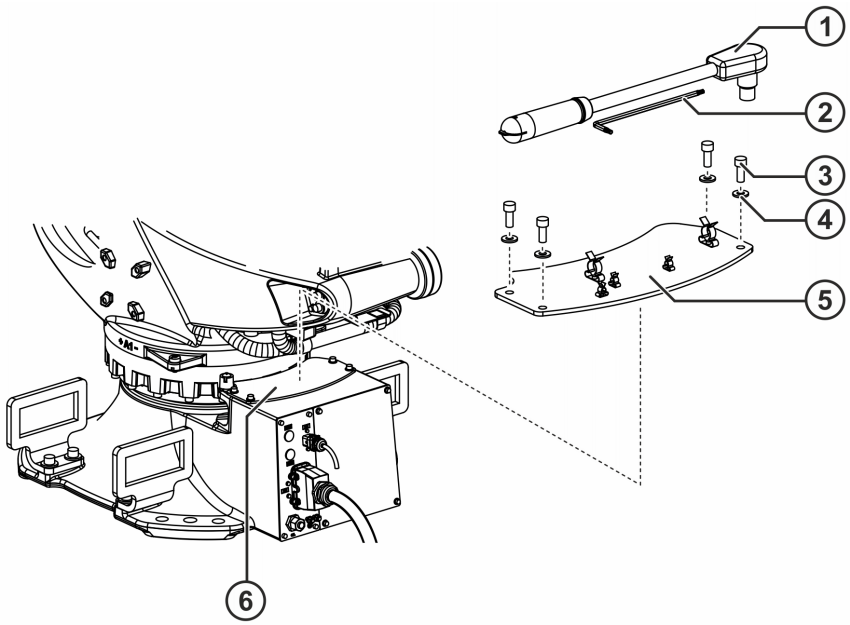

Fig. 11-2: Installing the release device
1. Unscrew 4 M8x20-8.8 Allen screws from the cover plate and remove the cover plate from the base frame (>>> *Fig. 11-2*).